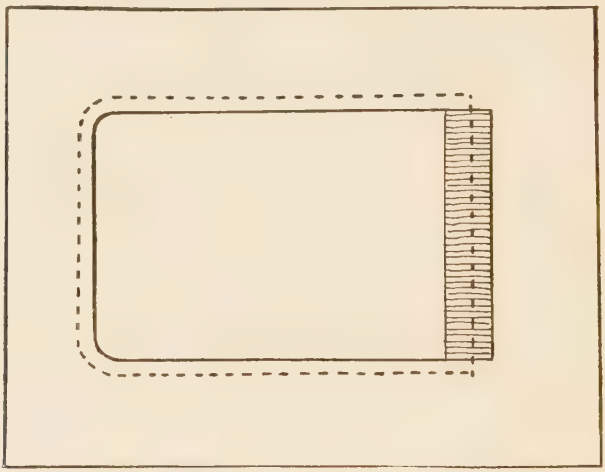

Fig. 237—Diagram of Cover Board Layout, Solid Lines Indicate Book Outline, Dotted Lines are Board Size and Shape
1. Lay your book *flat* on a piece of tough paper. Mark around the four edges carefully following the book outline exactly. (Fig. 237.)